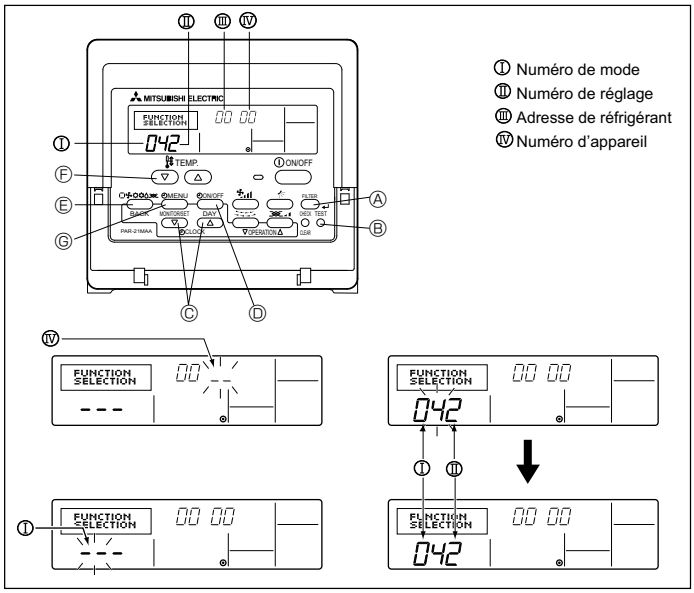

Fig. 6-5
1) Pour la télécommande à fil (Fig. 6-5)